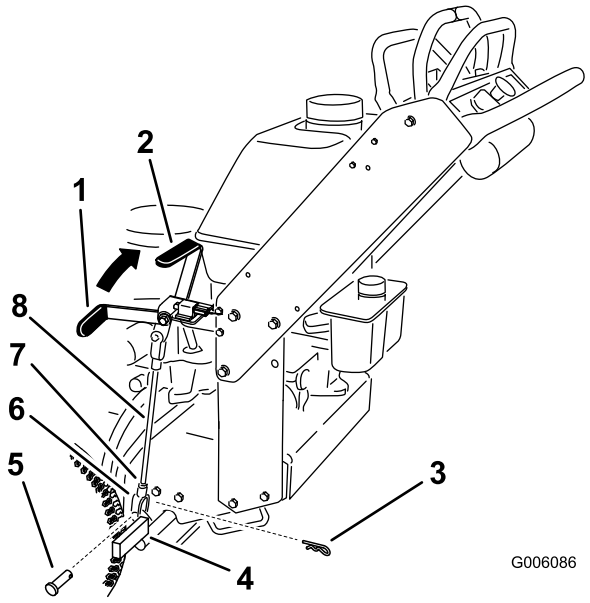

Figura 48
Nota: Cuando el freno está puesto, la palanca de freno debe estar en la posición de la 1 (Figura 48).
5. Afloje las contratuercas superior e inferior (Figura 48).
6. Para ajustar el freno, retire el pasador y el pasador de horquilla de la palanca de freno inferior (Figura 48).
7. Gire la varilla del freno en las horquillas (Figura 48).
8. Sujete la horquilla a la palanca de freno inferior con el pasador y la chaveta (Figura 48).
9. Apriete las contratuercas superior e inferior (Figura 48).